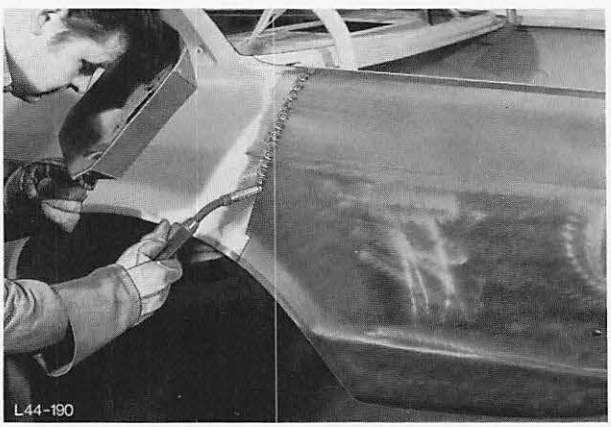

Abb. 187 Schnittstelle schutzgasschweißen
17. Seitenwand – Teileinsatz an Schnittkante sowie an Bodenverlängerung schutzgasschweißen, Abb. 187.